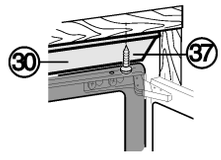

Fig. 34
▶ Fasten the equaliser trim *Fig. 34 (30)* to the ceiling of the unit from underneath using two screws *Fig. 34 (37)*.